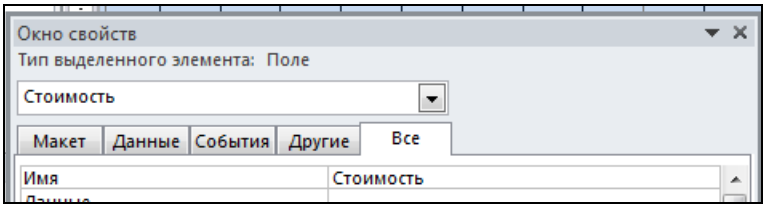

Рис. 3.28. Определение имени поля
5. В появившемся диалоговом *Окне свойств* осуществляется переход на закладку *Все* и в строке *Имя* задается новое имя *Стоимость* (рис. 3.28).